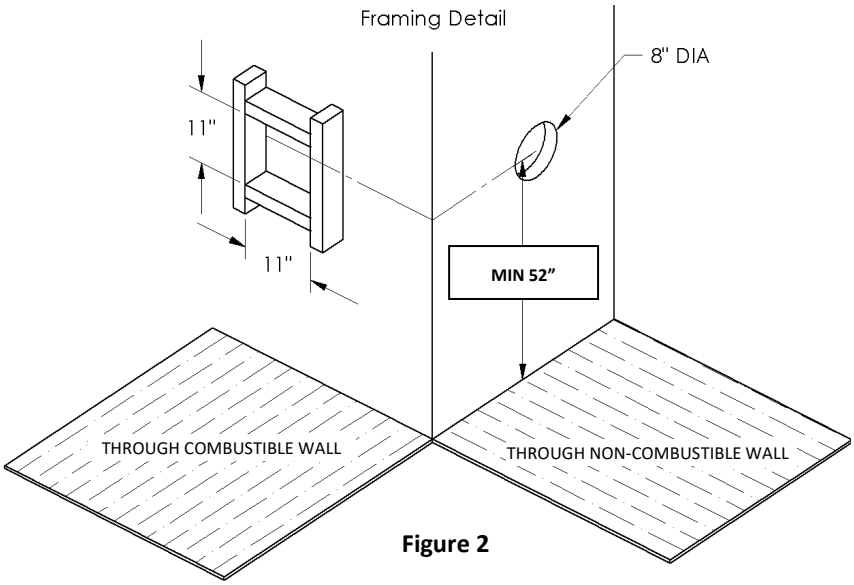

Figure 2
1. To determine the minimum distance from the bottom of fireplace to center of vent see the Framing Your Gas Fireplace section. Cut a hole through the wall allowing for an 11” x 11” (inside diameter) in combustible walls for wall thimble or an 8” diameter hole in a non-combustible wall (See Figure 2).